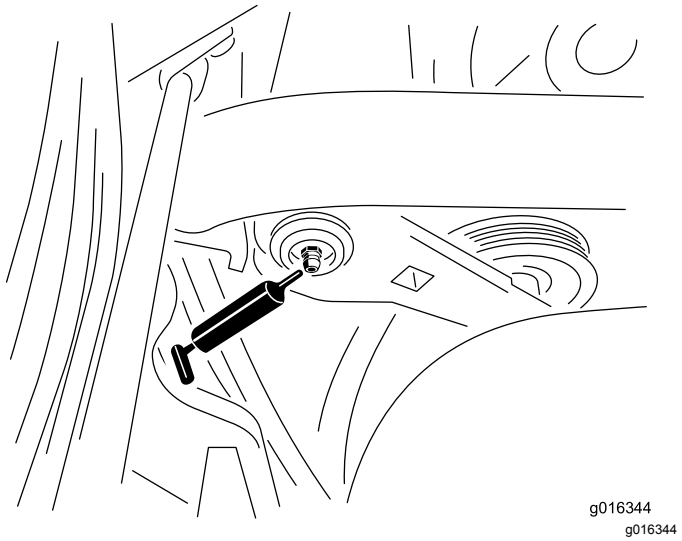

Figur 43
1. Tørk av smøreniplene slik at fremmedmateriale ikke kan komme inn i lagrene eller hylsene (Figur 43).